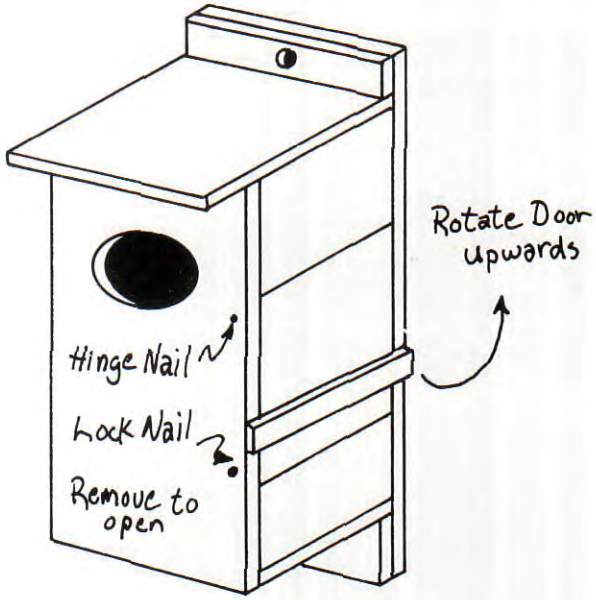

Figure 8
8. To open box, pull out lock nail and rotate door upwards on hinge nails (figure 8).